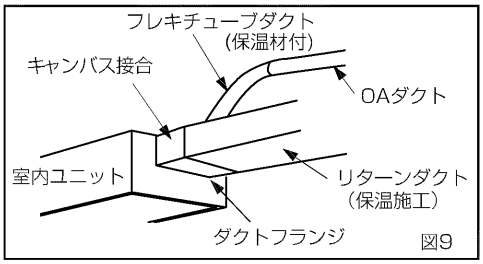

図9
①クリーンエアコン壁下吸込形（S-CDS1シリーズ）の場合（図9）